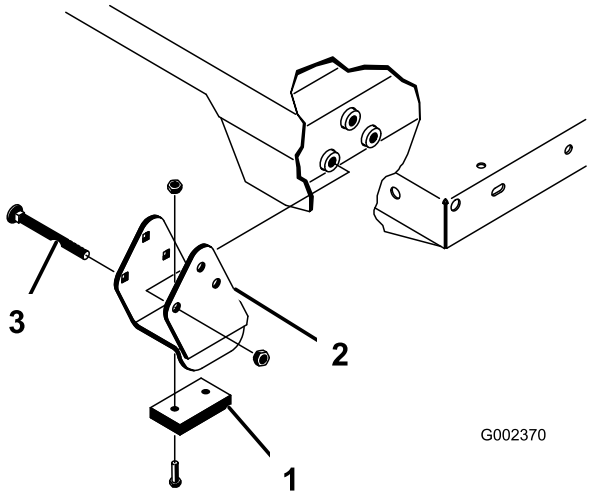

Rysunek 34
Informacja: Upewnij się, że wsporniki przekładek i nakładki (Rysunek 34) są zamontowane tak, aby łby śrub podsadzania znajdowały się wewnątrz maszyny.
2. Ostrożnie ustaw platformę na ramie pojazdu, dopasowując otwory osi obrotu z tyłu platformy do otworów w kanale tylnej części ramy, i zamontuj 2 sworznie z łbem płaskim i zawleczki (Rysunek 34).
4. Sworzeń z łbem płaskim włóż od zewnątrz platformy zawleczką skierowaną na zewnątrz (Rysunek 34).